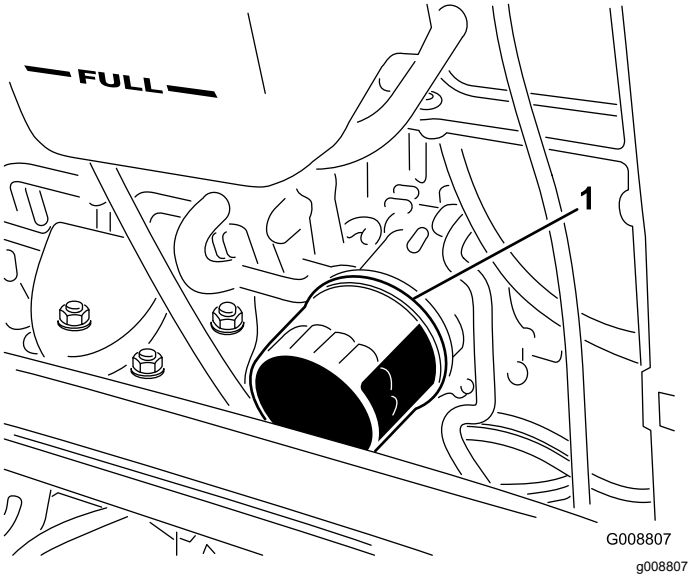

Figur 90
4. Avlägsna oljefiltret (Figur 90).